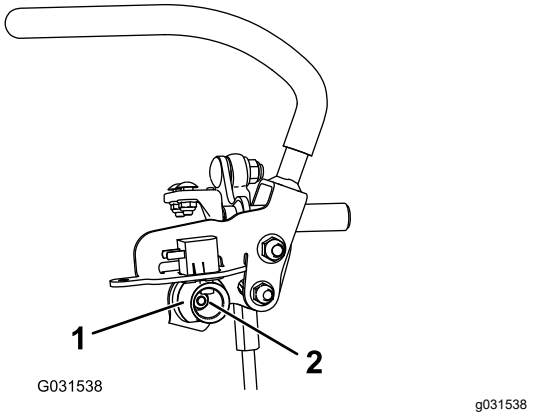

Figura 74
6. Afloje la tuerca que sujeta la leva (Figura 74).